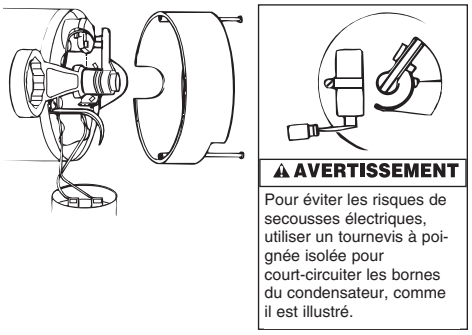

Figure 21 – Immobilisation de l'arbre
2. Si l'impulseur doit être remplacé, dévisser les deux vis à métaux, puis déposer le carter du moteur (se reporter à la Figure 21).
3. **AVERTISSEMENT** **La tension du condensateur peut être dangereuse.** Pour décharger le condensateur, tenir un tournevis à poignée isolée **PAR LE MANCHE**, puis court-circuiter les bornes du condensateur (se reporter à la Figure 21). Ne pas toucher la lame métallique du tournevis ni les bornes du condensateur. En cas de doute, s'adresser à un électricien qualifié.